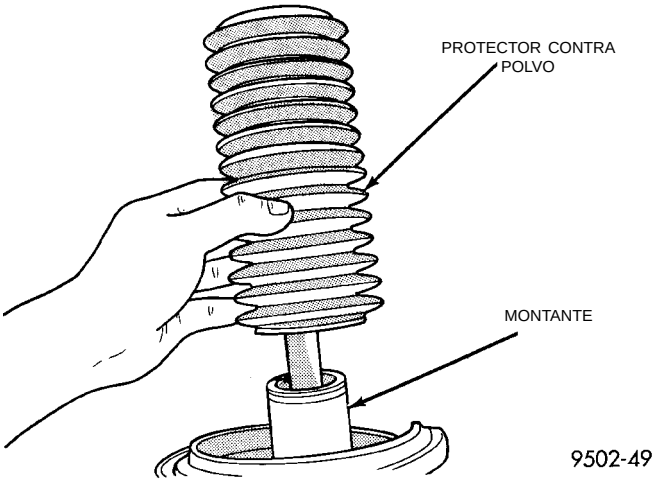

Fig. 32 Protector contra polvo
(9) Retire el protector contra polvo del conjunto del montante (Fig. 32).
(3) Instale el protector contra polvo en el conjunto del montante (Fig. 32).